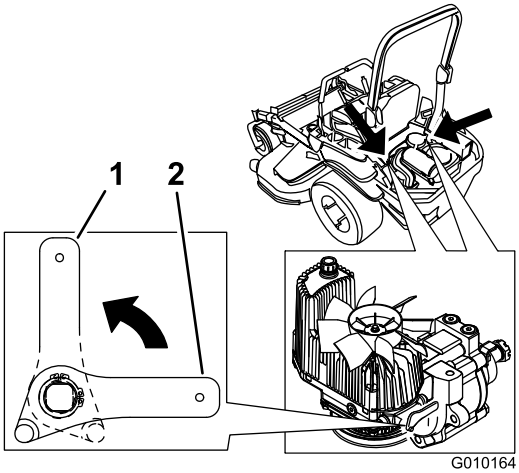

Figur 37
2. Vri løseventilspakene vertikalt for å skyve maskinen. Dette tillater at hydraulikkoljen passerer gjennom pumpen og at hjulene ruller (Figur 37).
4. Vri løseventilspakene horisontalt for å kjøre maskinen (Figur 37).